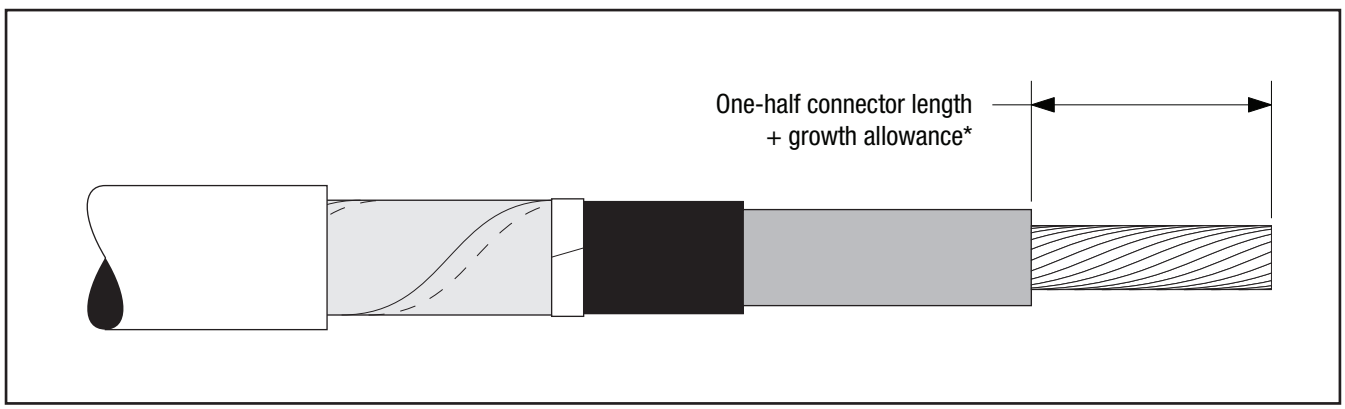

Figure 6
3.3 **If using a crimp type connector,** remove cable insulation for 1/2 connector length plus an allowance* for increases in connector length due to crimping. Insulation removal length shall not exceed 2 1/2" (64 mm) from conductor end. **Do not install connector now** *(Figure 6).*